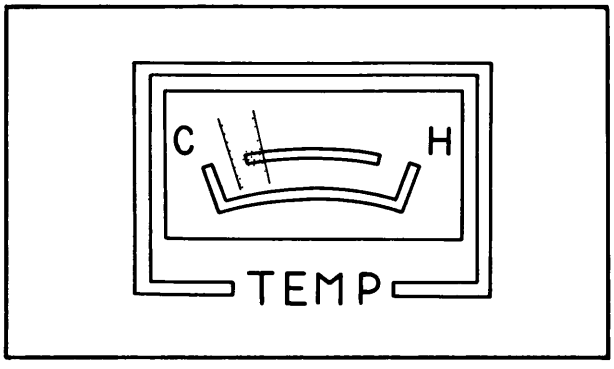

Fig. 1A–26 Water temperature gauge
5. Leave the engine running and check to see that the choke knob returns automatically when the water temperature gauge is indicated the range shown in Fig. 1A–26.